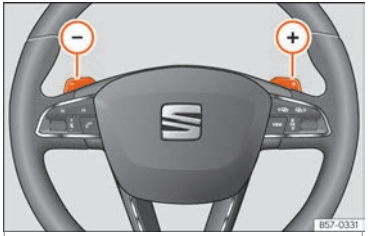

Fig. 249 Volante: palancas para cambio automático.
- Pulse la leva de cambio (+) para insertar una marcha superior ››› fig. 249.